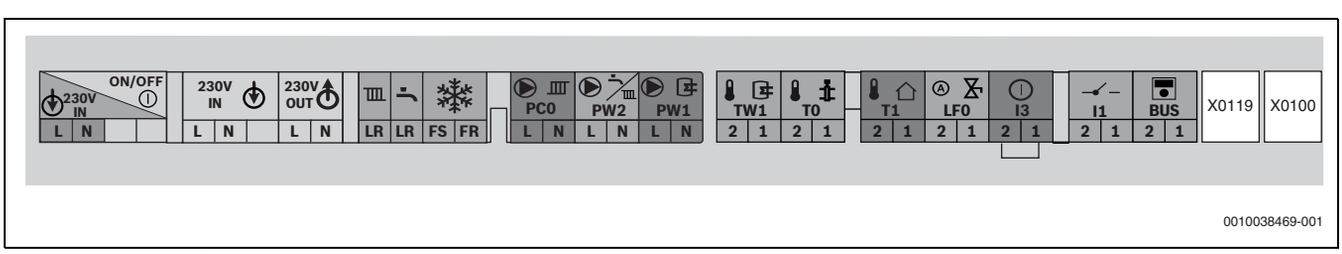

Bild 43 Klemmleiste für externes Zubehör
▶ Kabel an der Klemmleiste für externes Zubehör (→ Bild 43) anschließen.